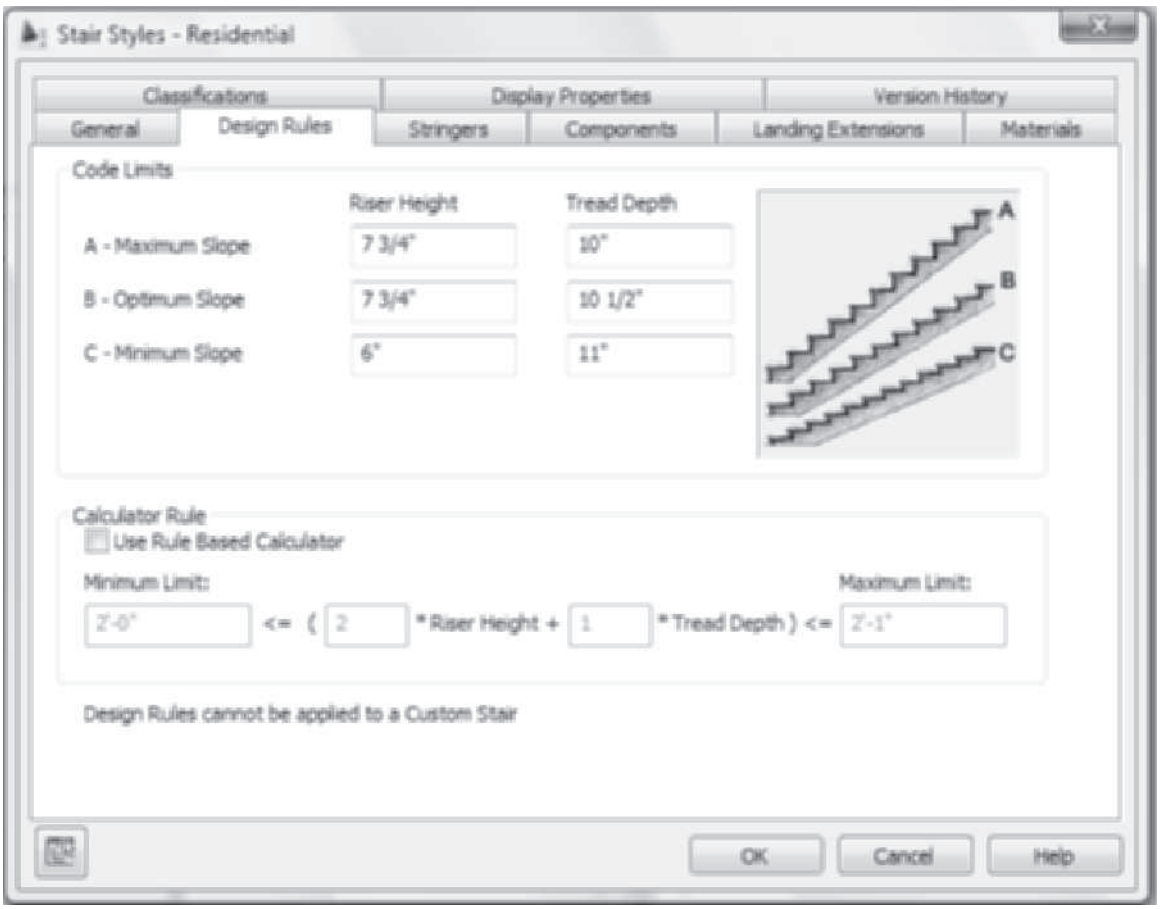

FIGURE 9.38 *Design Rules tab of the Stair Styles – Residential dialog box*
4. Select the stair and choose **Copy Style** from the **General** panel to open the **Stair Styles—Standard (2)** dialog box. Choose the **General** tab and edit the name to **Residential**.
5. Select the **Design Rules** tab, as shown in Figure 9.38, and edit as follows: A-Maximum Slope: Riser Height = **7 3/4" [197]** and Tread Depth = **10" [254];**